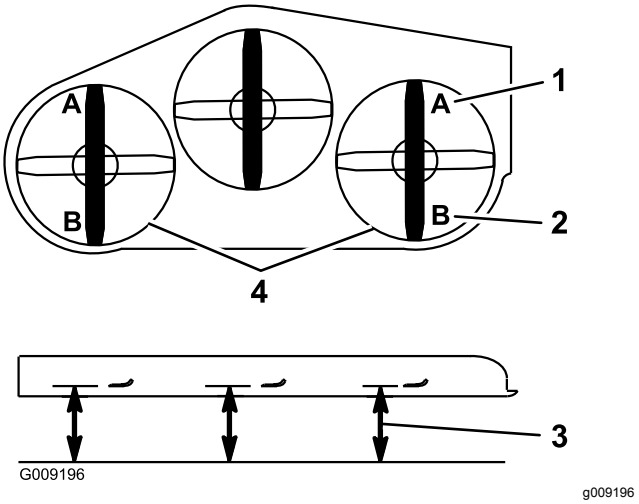

Figuur 113
9. Meet aan beide zijden van het maaidek vanaf het horizontale oppervlak tot de voorste punt van het maaimes (punt A); zie Figuur 113.
15. Meet aan beide zijden van het maaidek vanaf het horizontale oppervlak tot de achterste punt van het maaimes (punt B); zie Figuur 113.